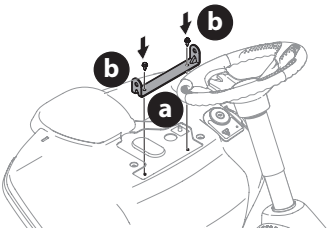

Figura 6
3. Alinee el soporte del asiento (a) en su lugar sobre los orificios de los pernos autorroscantes (b) que extrajo (Figura 6).
4. Con una llave de trinquete de 1/4 pulgada y una llave de cubo de 3/8 pulgada, sujete el soporte del asiento con los pernos autorroscantes que extrajo en el Paso 2 (Figura 6).